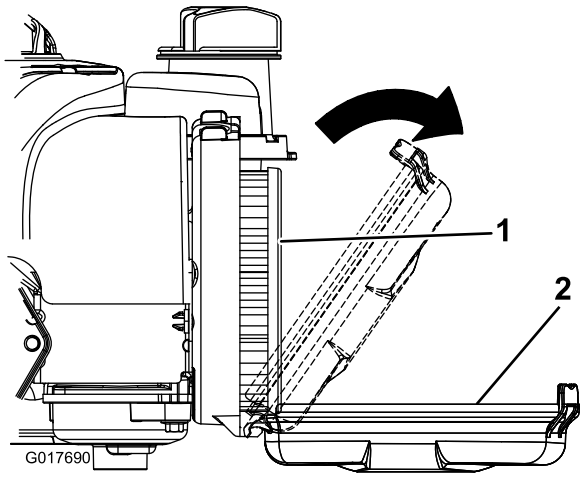

**Figure 17**
1. Undo the latches that hold the air filter cover to the engine (Figure 17).